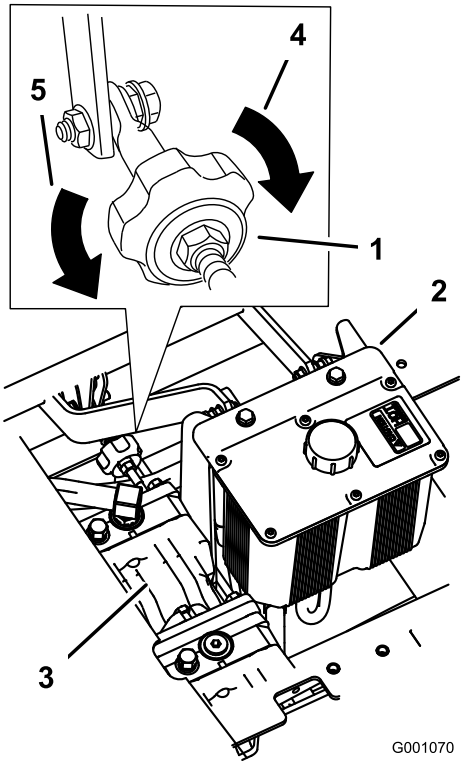

Figur 57
4. Vrid ratten mot maskinens högra sida för att få maskinen att gå åt höger. Se Figur 57.
5. Vrid ratten mot maskinens vänstra sida för att få maskinen att gå åt vänster. Se Figur 57.